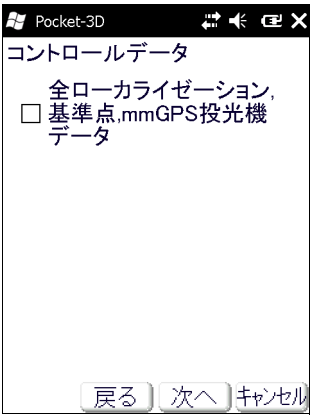

図 3-20. コントロールデータ画面
4. 全ローカライゼーション、基準点、mmGPS 投光機データが必要であればチェックし、**【次へ】**をタップします（図 3-20）。